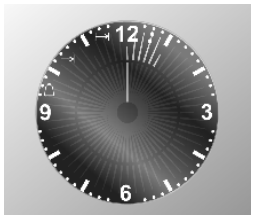

Fig. 1
- press the key and the display will light up as shown in **Fig. 1**;